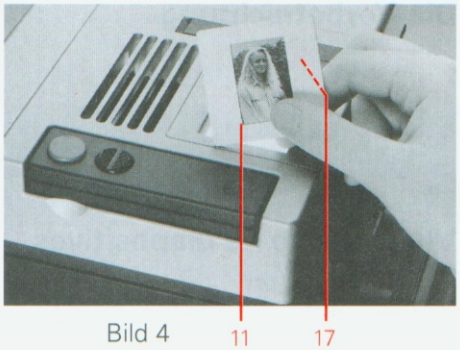

Bild 4
Wird die geriffelte Abdeckung (17) in Pfeilrichtung nach vorn geschoben, kann das Dia über die beleuchtete Opalscheibe gehalten oder auf das Projektor-Gehäuse aufgelegt und betrachtet werden (Bild 4).
The slide previewer (11) can be used to view, select and sort slides prior to projection. If the cover (17) is pushed forwards in the direction of the arrow, the slide can be held above the illuminated opal plate or placed on the projector housing and observed (Fig. 4).
La visionneuse de diapositives (11) sert à visionner, sélectionner ou trier des diapositives avant la projection. Pousser le cache cannelé (17) dans le sens de la flèche pour regarder la diapositive, la maintenir au-dessus de verre opalin éclairé ou la déposer sur le boîtier du projecteur (figure 4).